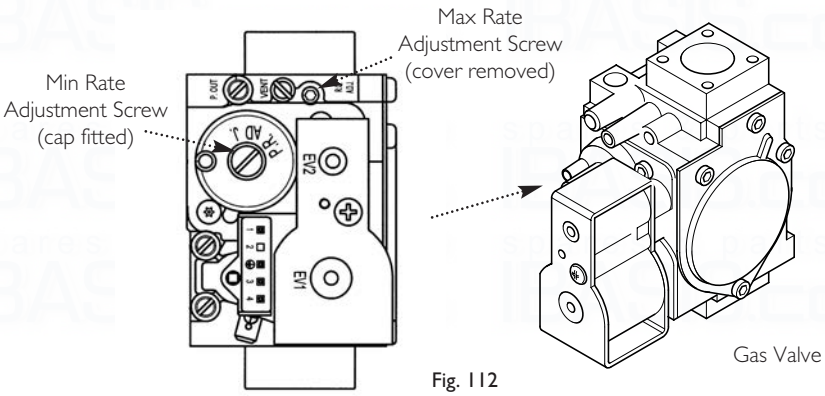

Fig. 112
9. It is possible to alter the CO_2 by adjustment of the gas valve. Remove the plastic cover from the 'Max Rate' adjustment screw. At maximum rate the 'Max. Rate' adjustment screw should be turned, using a suitable hexagon key, until the correct reading is obtained (Fig. 112). Turning clockwise will reduce the CO_2. Anticlockwise will increase the CO_2.
11. With the boiler on minimum, the 'Min. Rate' adjustment screw must be altered, using a suitable hexagon key, after removing the cap (Fig. 112). If the CO_2 is reset at either boiler rate it must be rechecked at the other rate and also adjusted if required.